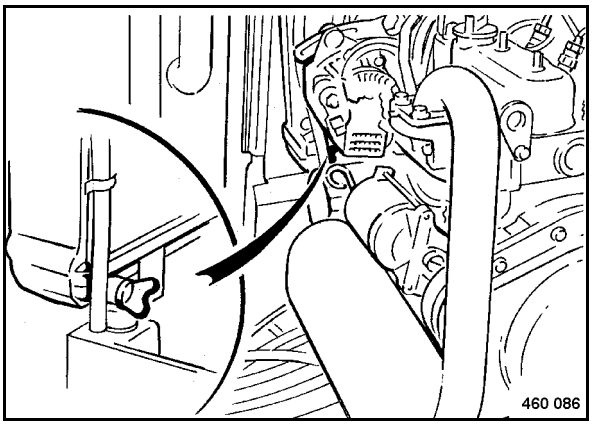

Fig. 127
- Unscrew the drain cock (Fig. 127).